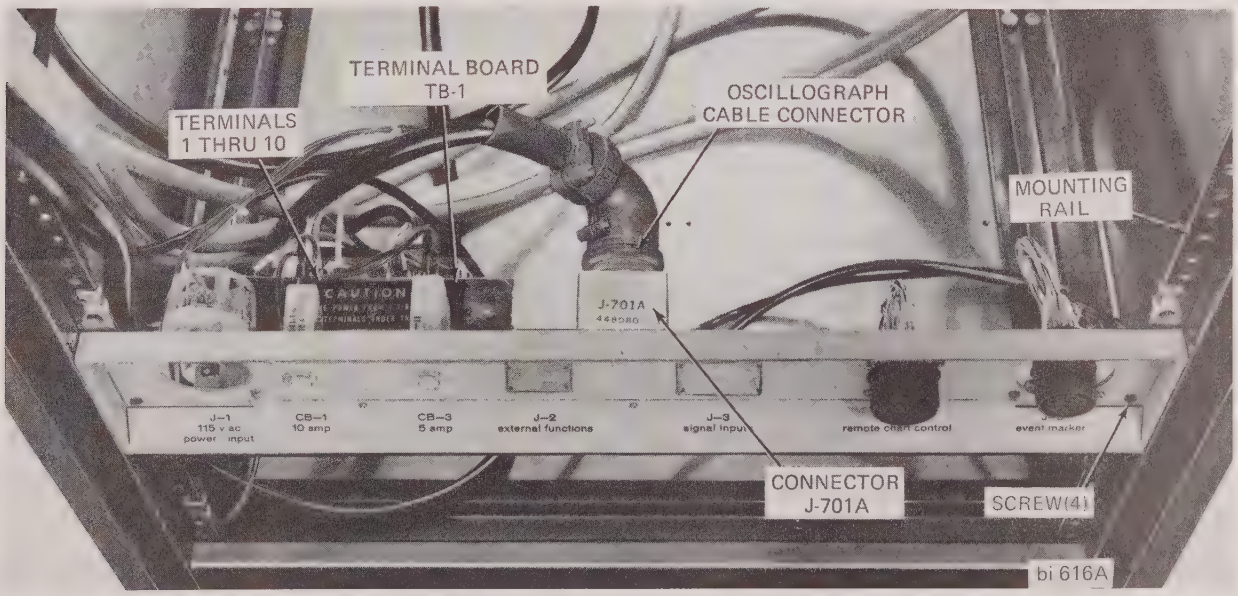

FIGURE 2-9 INSTALLATION OF MAIN CONNECTOR PANEL
1. Position main connector panel on rear of unit (approximately 10 mounting screw holes from the bottom) and install four screws attaching panel (Fig. 2-9).